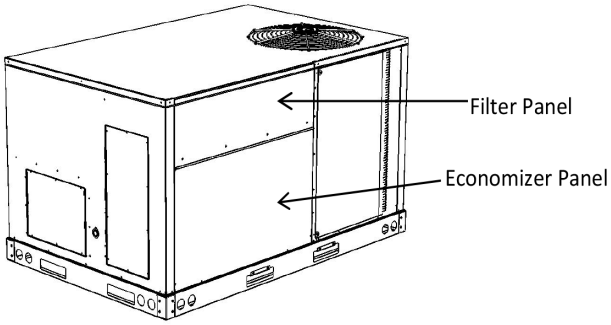

Figure 6 - Remove Panels
2. Take Filter Access Panel off of unit. This panel can be discarded. (see Figure 6).
3. Remove economizer panel from return air section of unit (see Figure 6). This panel can be discarded. Keep removed screws for use in later step.